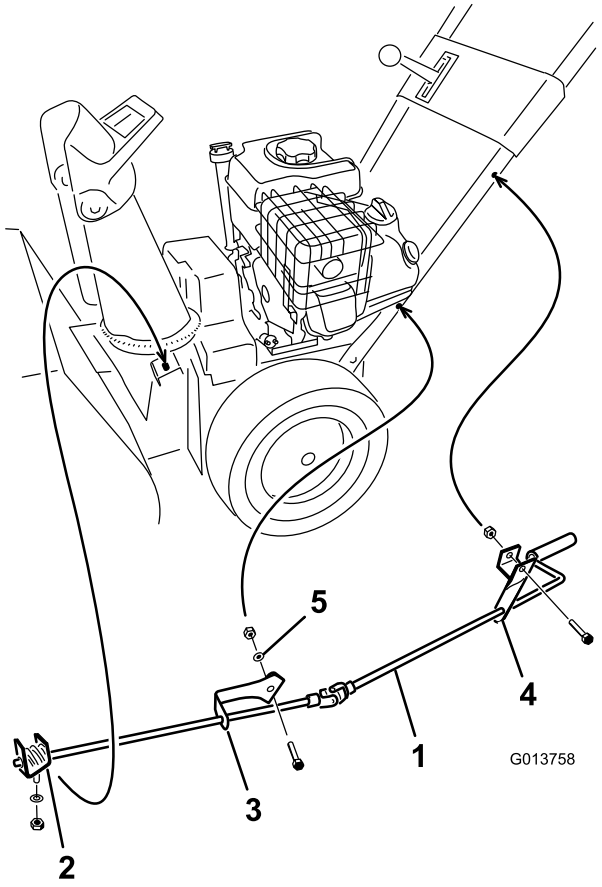

Figur 10
1. Fäst det övre utkastarreglagebeslaget (som sitter på utkastarens reglagestång) upptill på handtagets vänstra sida med en skruv och en låsmutter Figur 10.
2. Fäst det nedre utkastarreglagebeslaget (som sitter på utkastarens reglagestång) nedtill på handtagets vänstra sida med en skruv, en böjd bricka, en planbricka och en låsmutter (Figur 10).
6. Dra åt låsmuttrarna som fäster de två utkastarreglagebeslagen (Figur 10).